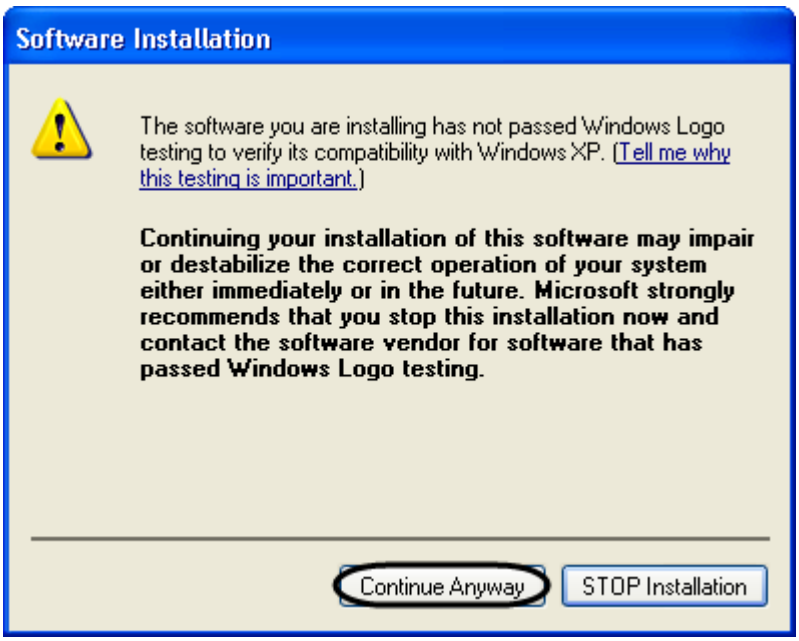

Figure 5.1-50 Software Installation dialog box
The “Software Installation” dialog box is displayed (Figure 5.1-50).
12. To continue installation, click the “Continue Anyway” button (Figure 5.1-50)